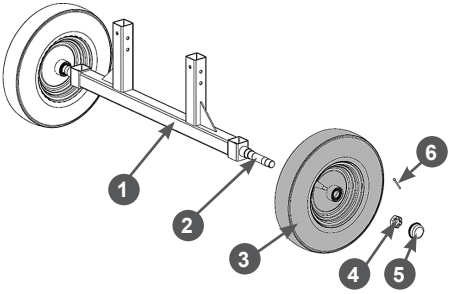

Рис. 6 Установка колёс на кронштейн
4. Установите колёса 3 на кронштейн 1 (Рис. 6). Для этого:
— Снимите с оси 2 шплинт 6 и корончатую гайку 4 (Рис. 6).
— Осмотрите колесо 3. С одной стороны, в диске колеса установлен сальник, другая сторона закрыта транспортировочной заглушкой. Смажьте ось 2 и сальник диска колеса консистентной смазкой, удалите из диска колеса транспортировочную заглушку и установите колесо 3 на ось 2 сальником в сторону кронштейна 1 (Рис. 6).
— Закрутите корончатую гайку 4 крутящим моментом 8 Н·м (Рис. 6).
— Проверьте как вращается колесо. Если колесо вращается туго – немного отпустите гайку до совпадения прорезей в гайке с отверстием в оси 2 под шплинт. Если колесо вращается легко и имеется биение (есть люфт) - немного затяните гайку до совпадения прорезей в гайке с отверстием под шплинт в оси 2 (Рис. 6). Ещё раз проверьте как вращается колесо. Колесо должно вращаться свободно и не должно болтаться на оси. Небольшое сопротивление качению допускается.
— Зафиксируйте гайку вставив в отверстие в оси шплинт 6 (Рис. 6). После этого разогните концы шплинта.
— Установите колпак 5 ступицы колеса (Рис. 6).